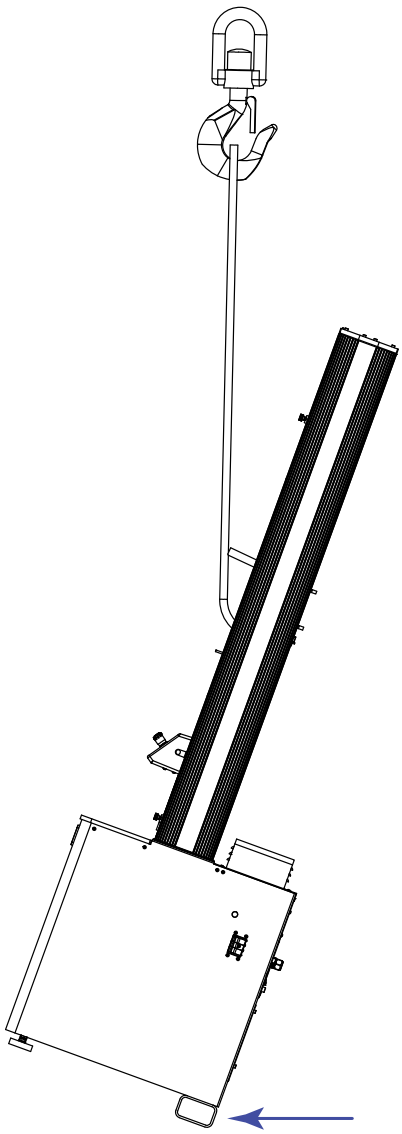

Figure 24. Redressement du bâti de charge
5. Redressez lentement le bâti de charge en position verticale (Figure 24 à la page 82).
Lors du levage, assurez-vous que les seules pièces en contact avec la palette d'expédition ou le sol sont les supports tubulaires à l'arrière de la base du bâti (indiqués par la flèche dans Figure 24 à la page 82).